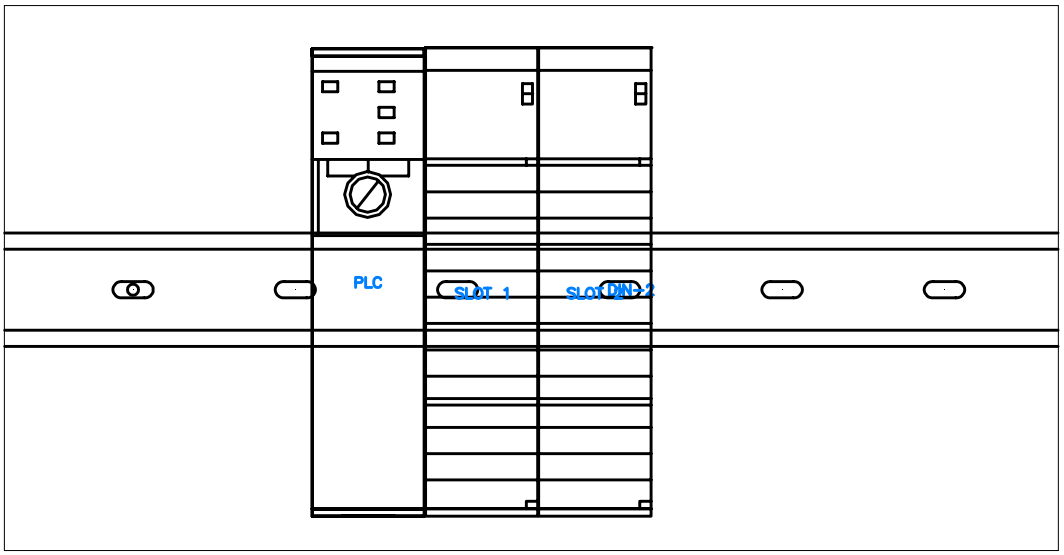

Figure P2-10 *The SLOT 2 inserted in the drawing*
28. Choose the **OK** button in this dialog box; the SLOT 2 is inserted in the drawing, as shown in Figure P2-10.